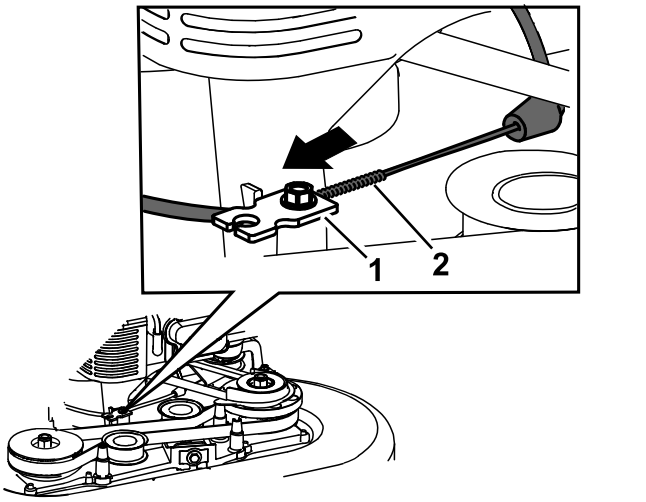

Figuur 46
6. Trek aan de kabelhuls om speling weg te nemen (Figuur 46).